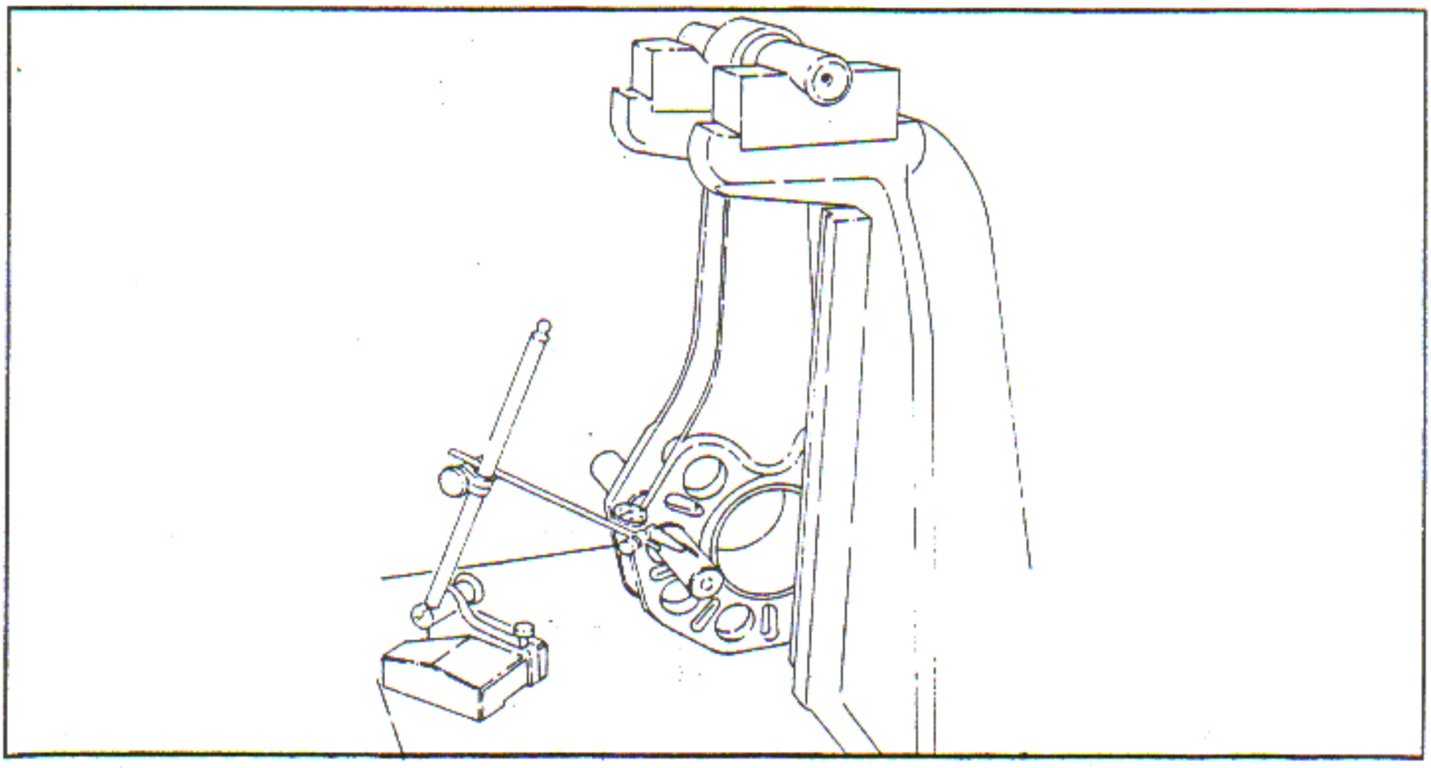

Figure 6-7. Checking Master Rod Horizontal Alignment
a. If the piston pin bushing is not in its bore, place piston pin hole alignment bar directly in the piston pin bushing bore. See figure 6-7.